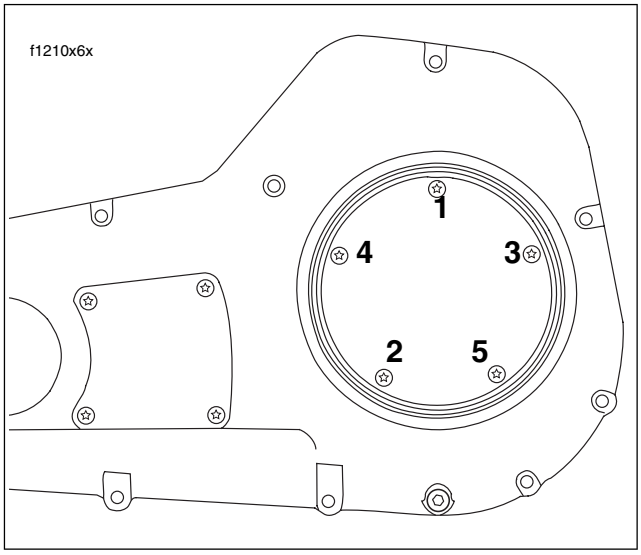

Figure 6-34. Clutch Inspection Cover Torque Sequence
e. Using a T27 TORX drive head, alternately tighten screws to 84-108 **in-lbs** (10-12 Nm) in the pattern shown in Figure 6-34.